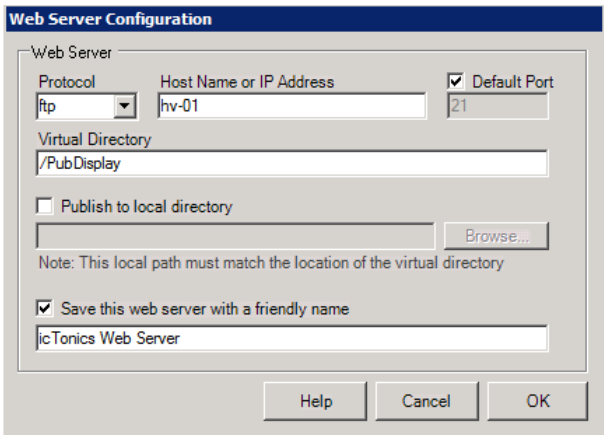

Figure LG.6 - Web Server Configuration
- Put a checkmark in the "**Save This Web Server with a Friendly Name**" option and type in "icTonics Web Server" in the field below it. The next time we publish the displays, we can just choose this one. Your finished configuration should look similar to Figure LG.6.